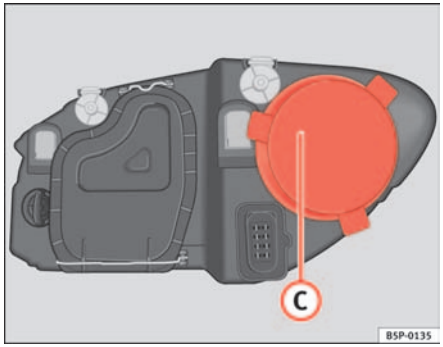

Fig. 177 Main beam headlights
– Remove the cover ⇒ fig. 177 (C) by pulling on this.